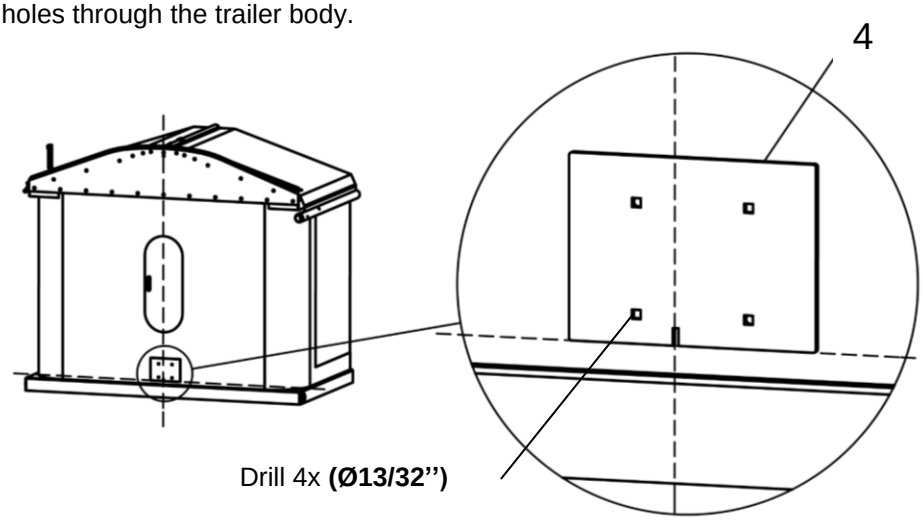

Figure 2
3. **Figure 2**. Use the anchoring plate (4) as the drilling template.